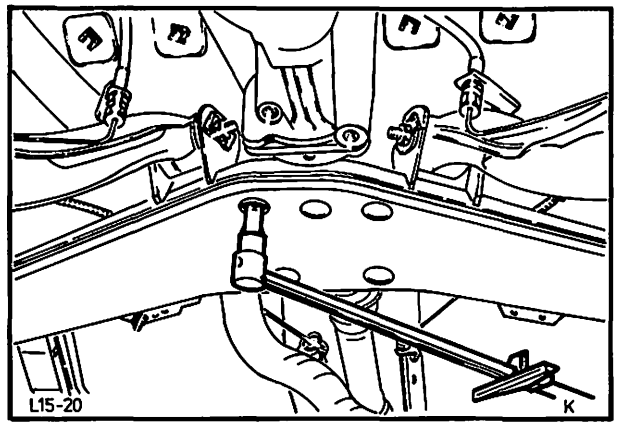

Abb. 115 Hinterachsverlängerung an Querträger montieren
17. Hinterachsverlängerung an Querträger montieren. Muttern der Bolzen mit vorgeschriebenem Drehmoment festziehen, Abb. 115.